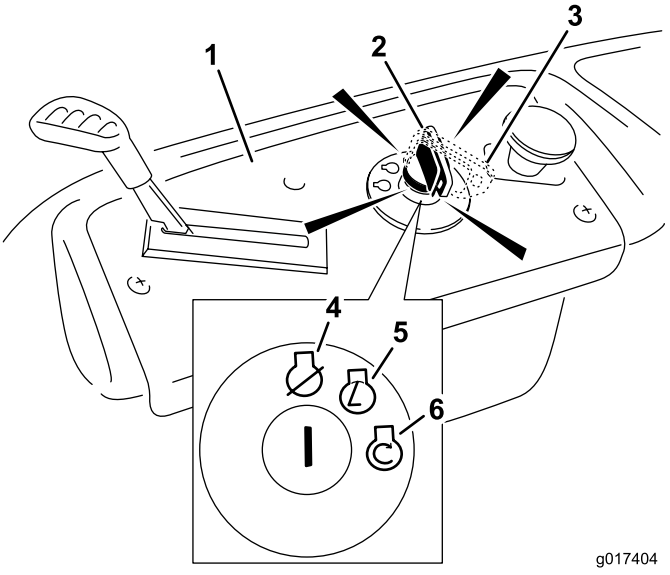

Figuur 14
4. Draai het contactsleuteltje op START om de startmotor in werking te stellen (Figuur 14).
5. Zodra de motor start, duwt u de chokeknop in (Figuur 14).
3. Draai het contactsleuteltje op UIT (Figuur 14) en verwijder het sleuteltje.